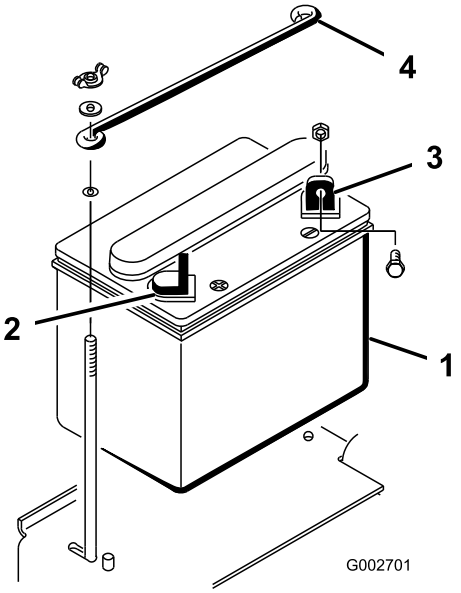

Figuur 3
Verwijder de (2) vleugelmoeren en ringen waarmee de bovenste accuhouder is bevestigd aan de accuhouders op de zijkant (Figuur 3). Verwijder de bovenste accuhouder en haal de accu weg.